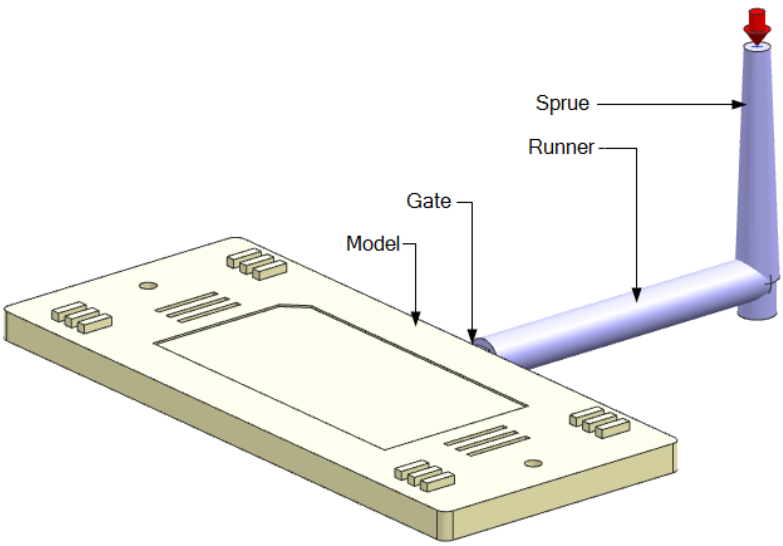

Figure 2-18 *The gate, runner, and sprue attached to the model*
6. Choose the **OK** button to close this dialog box; the gate, runner, and sprue are now attached to the model, refer to Figure 2-18.